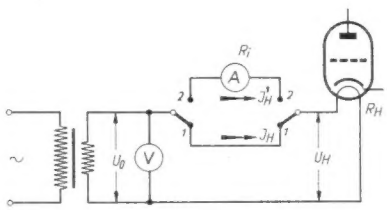

*Bild 1. Heizstrommessung bei Beachtung des Strommesser-Innenwiderstandes $R_i$*
*Bild 1. Das „Filius"-Abstimmaggregat enthält außer den Variometerspulen mit zugehörigem Seiltrieb, Zusatzspulen, Trimmer, Skala und Lautstärkeregler, der mit dem Netzschalter kombiniert ist*